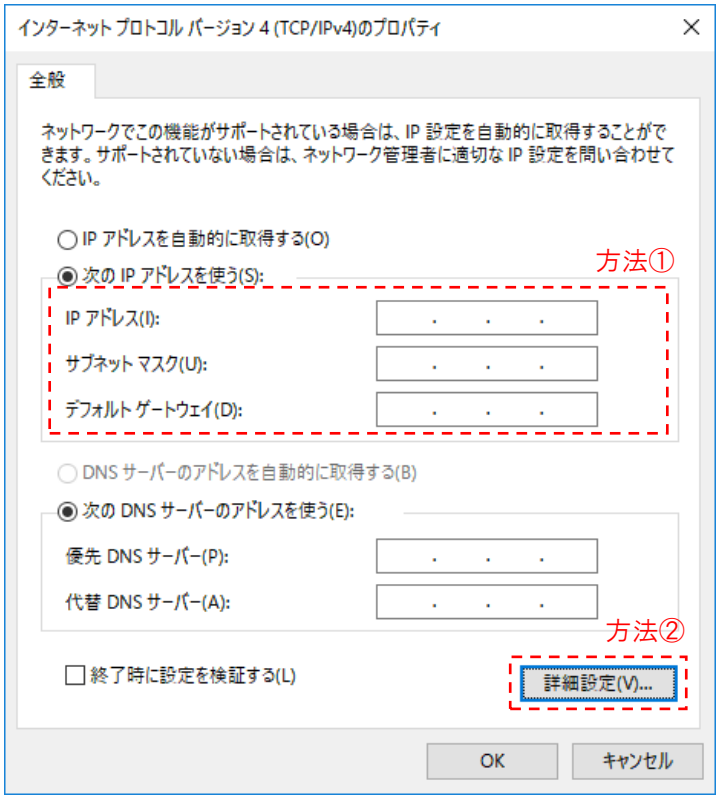

図 3-7 インターネットプロトコルバージョン 4(TCP/IPv4)のプロパティ画面
手順④：インターネットプロトコルバージョン 4(TCP/IPv4)のプロパティ画面より、TCP/IP の設定が行えます。このとき、TCP/IP の設定方法として①と②の 2 通りの方法があります。(図 3-7)